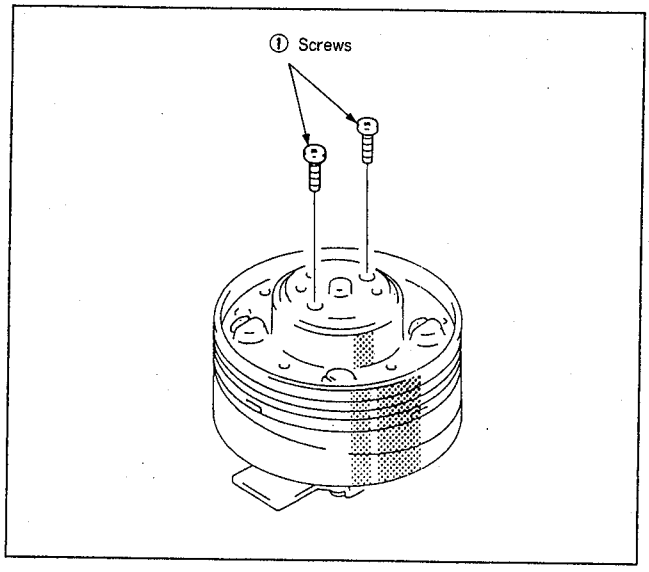

Fig. 28
1) Remove the two screws ① (Fig. 28).
3) Remove the jig ⑥ and push down the rotary upper drum ⑤ gently by hand. If it does not go all the way down, secure it temporarily by tightening the two screws ① alternately (Fig.28).
4) Tighten strongly both two screws ①, and loosen both screws once, then tighten them again (for stable seating).
5) Insert the jig ⑥ into the positioning hole ⑦ again and confirm that it goes in smoothly. If it does not, loosen the two screws ①, repeat step 2) of the Removal paragraph and restart the setting procedure.
6) Tighten the screws ①.